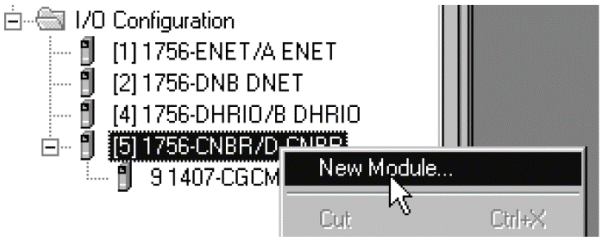

Figure 4-1. Select New Module . . .
1. Under I/O Configuration, right-click 1756-CNB(R) and select New Module from the menu (Figure 4-1).